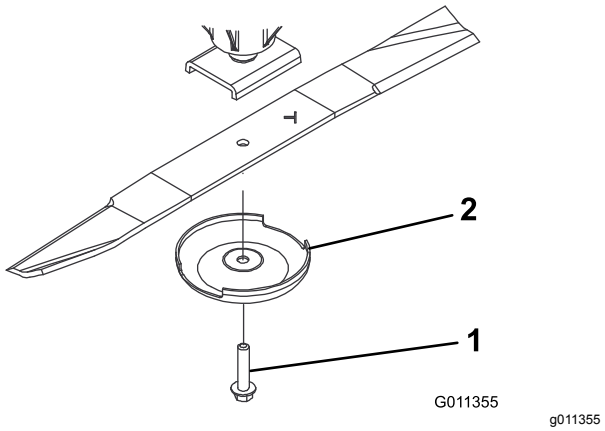

Figura 70
3. Afferrate l'estremità della lama utilizzando un panno o un guanto imbottito e rimuovete il bullone della lama, la coppa antistrappo e la lama dall'asse del fusello (Figura 70).
4. Montate la lama con la costa rivolta verso il piatto di taglio, servendovi della coppa antistrappo e del bullone della lama (Figura 70).